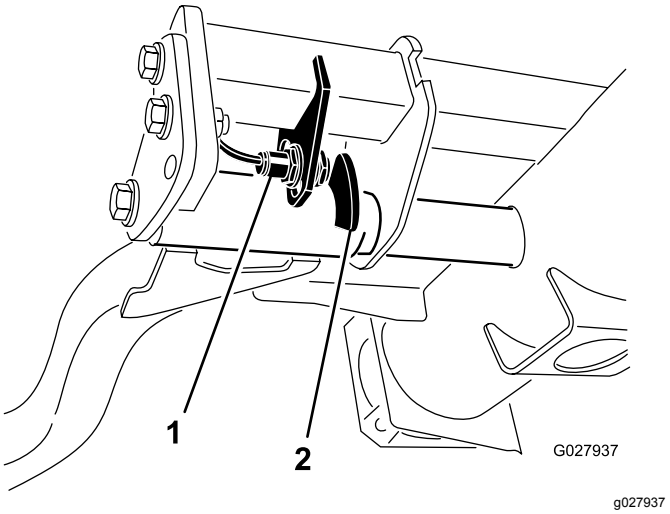

**Figur 54**
2. Lyftarmsbrytaren sitter under hydraultanken, bakom den främre, högra lyftarmen (Figur 54).
3. Lossa brytarens fästskruvar och flytta ned brytaren för att öka lyftarmens vändhöjd, eller flytta upp den för att minska vändhöjden (Figur 54).